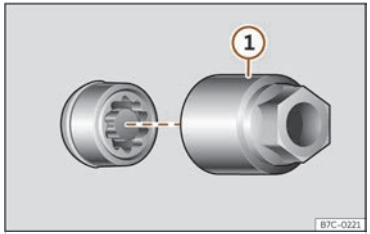

Fig. 256 Anti-theft wheel nut with cap and adapter.
- Insert the special adapter ››› **Fig. 256 ①** (vehicle tools ››› **page 338**) onto the anti-theft wheel nut and push it on as far as it will go.